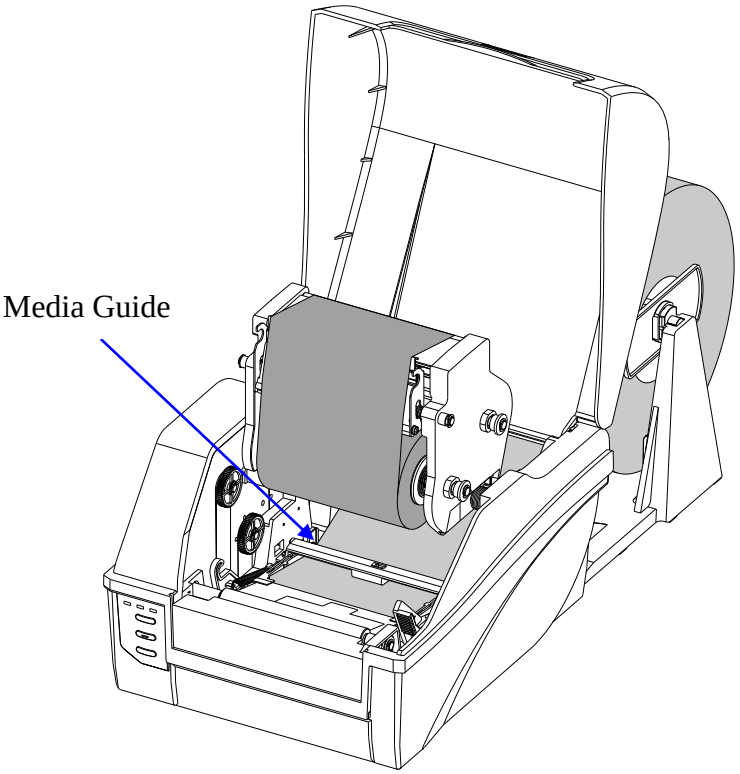

Figure 2-18 Thread the Media
7. Slide the Media Guides to the edge of the media, making sure that the media remains flat and is placed in the middle of the Tear-off Bar. This can be checked with the ruler on the Tear-off Bar. See Figure 2-18.